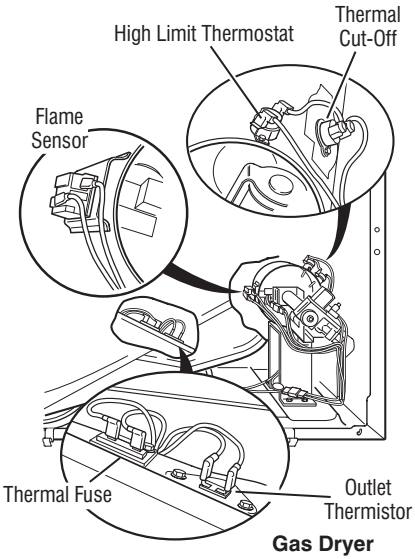

Figure 10b - Thermal components, gas dryer, viewed from front.
5. Locate the high limit thermostat (see figure 10b, page 17). Measure the continuity through it by connecting the meter probes to the red and black wire terminals.